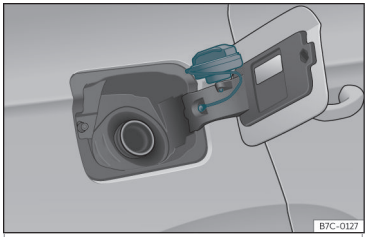

Fig. 181 Tapa del depósito con el tapón encajado.
- Colóquelo en el espacio que hay en la bisagra de la tapa abierta››› **fig. 181**.